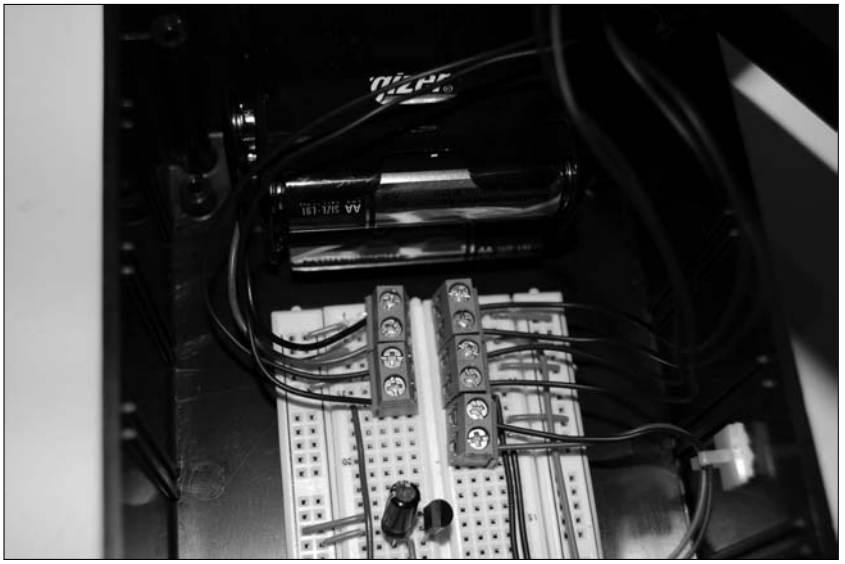

Figure 11-21: The inside of the completed transmitter box.
16. **Place batteries in the battery holder, connect the snap, and secure the holder in the box with Velcro, as shown in Figure 11-21.**